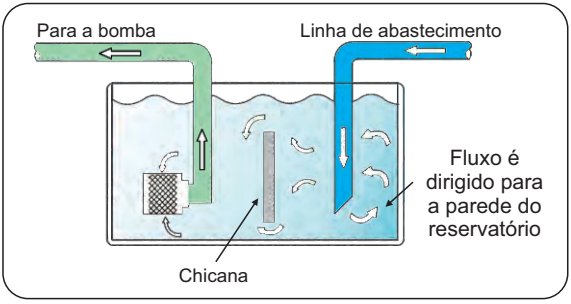

Figura 5
8.28 O ponto de captação de água para o pressurizador deve ficar o mais afastado possível da tubulação de abastecimento do reservatório, evitando assim, a sucção de bolhas de ar. Não havendo essa possibilidade, pode-se instalar chicanas no reservatório (ver figura 5).